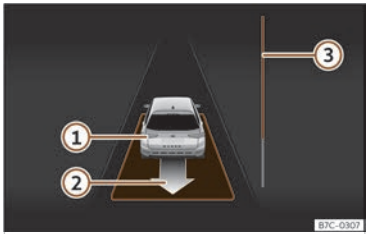

Abb. 139 Am Bildschirm des Kombi-Instruments: parallel zur Fahrbahn ausparken.
- Fahren Sie rückwärts, bis das Dauertonsignal des ParkPilot ertönt; **ODER:** fahren Sie zurück, bis am Bildschirm des Kombi-Instruments die Anzeige zur Vorwärtsfahrt erscheint. Die Fortschrittsanzeige ››› **(Abb. 139)** ③ zeigt den zurückzulegenden Abstand an.